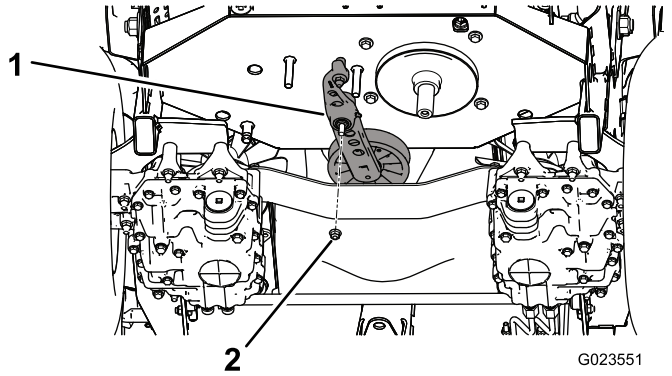

Figur 58
5. Fjern mutteren som fester spennenheten til rammen (Figur 58).